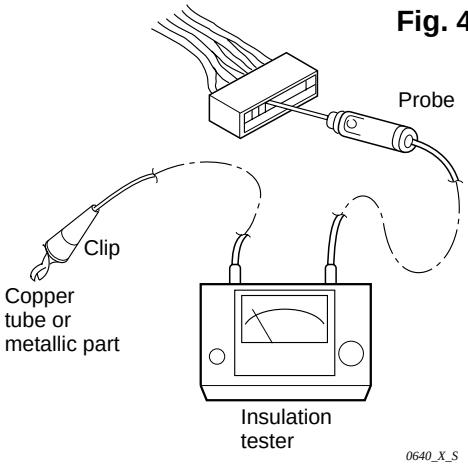

Fig. 4-4
④ Measuring the Insulation Resistance for Electrical Parts
- Disconnect the connector of the desired electrical part from terminal plate, P.C.B. Ass'y, etc. (**Fig. 4-4**)